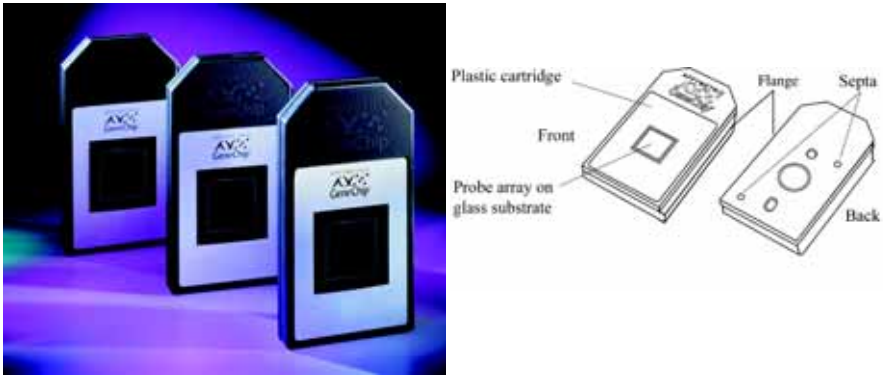

Figure 8.18
7. Load the probe array **(Figure 8.18)** into the scanner chip transport mechanism. Insert the probe array into the chip transport mechanism such that the front of the probe array (label side) faces to the rear of the scanner **(Figure 8.19)**.